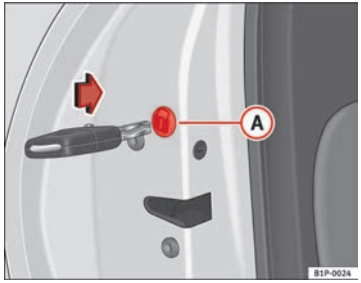

Abb. 58 Notverriegelung der Türen
Öffnen Sie die Tür und nehmen Sie den Deckel (A) ⇒Abb. 58 mit dem Schloss-Symbol ab. Danach sehen Sie ein rundes drehbares Teil mit einem Schlitz in seiner Mitte. Stecken Sie den Fahrzeugschlüssel in den Schlitz und drehen Sie das Teil bei den rechten Türen gegen den Uhrzeigersinn und bei den linken Türen im Uhrzeigersinn.